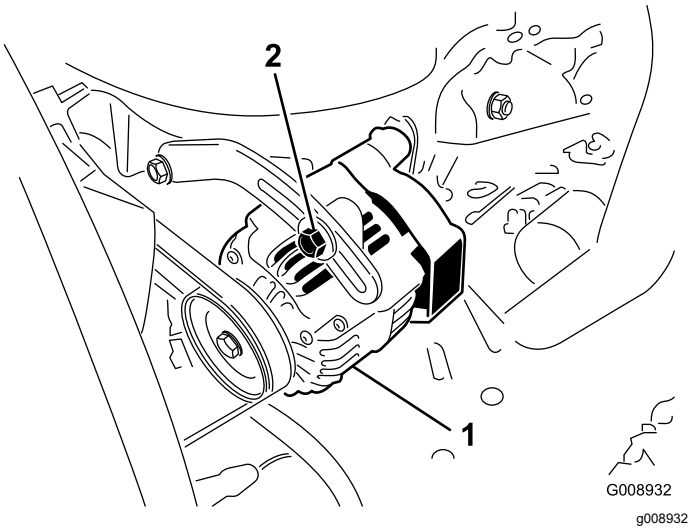

Figura 56
2. Se a deslocação obtida não for igual a 10 mm, deve desapertar os parafusos de montagem do alternador (Figura 56).